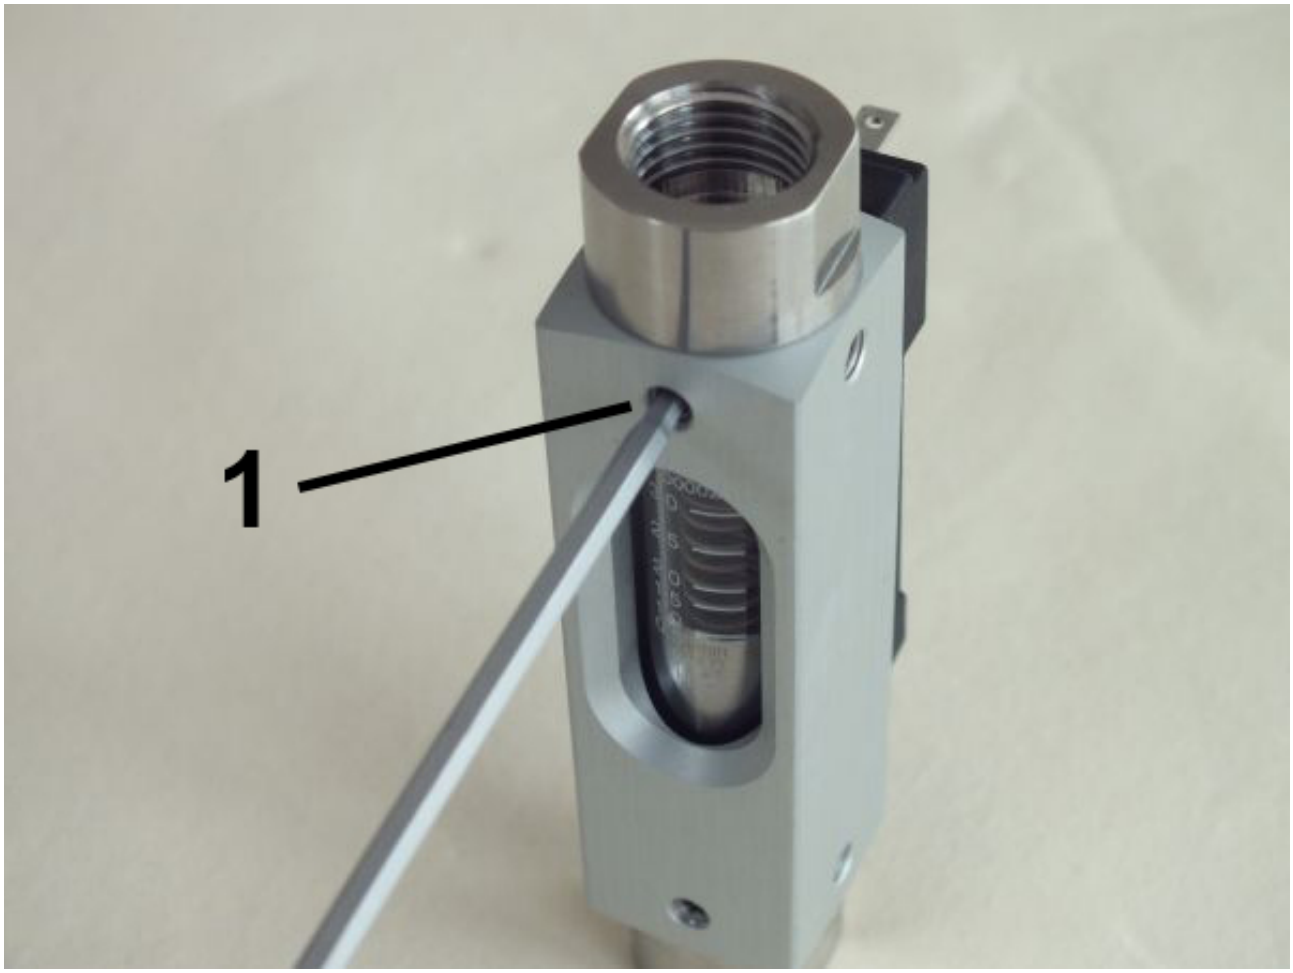

Fig. 51: Tighten hex socket screws
14. Tighten the 4 hex head screws (*Fig. 51*/1) observing the proper torque. (➥ *Chapter 11.1 "Tightening torque" on page 84*)